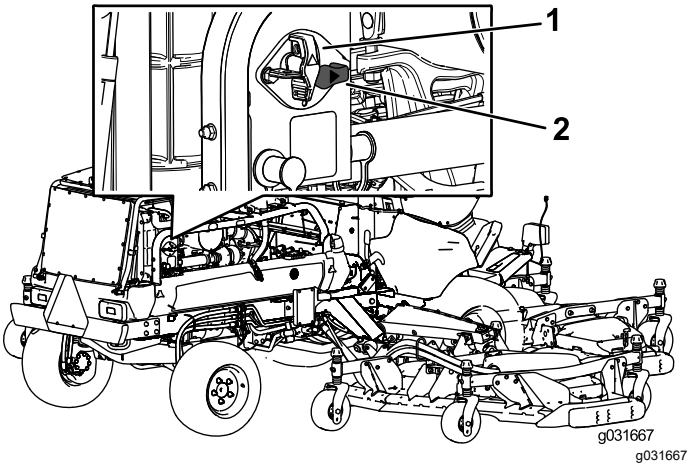

Figura 74
- Para suministrar energía eléctrica a la máquina, gire el interruptor de desconexión de la batería en sentido horario a la posición de ENCENDIDO (Figura 74).
- Para interrumpir el suministro de energía eléctrica de la máquina, gire el interruptor de desconexión de la batería en sentido antihorario a la posición de APAGADO (Figura 74).